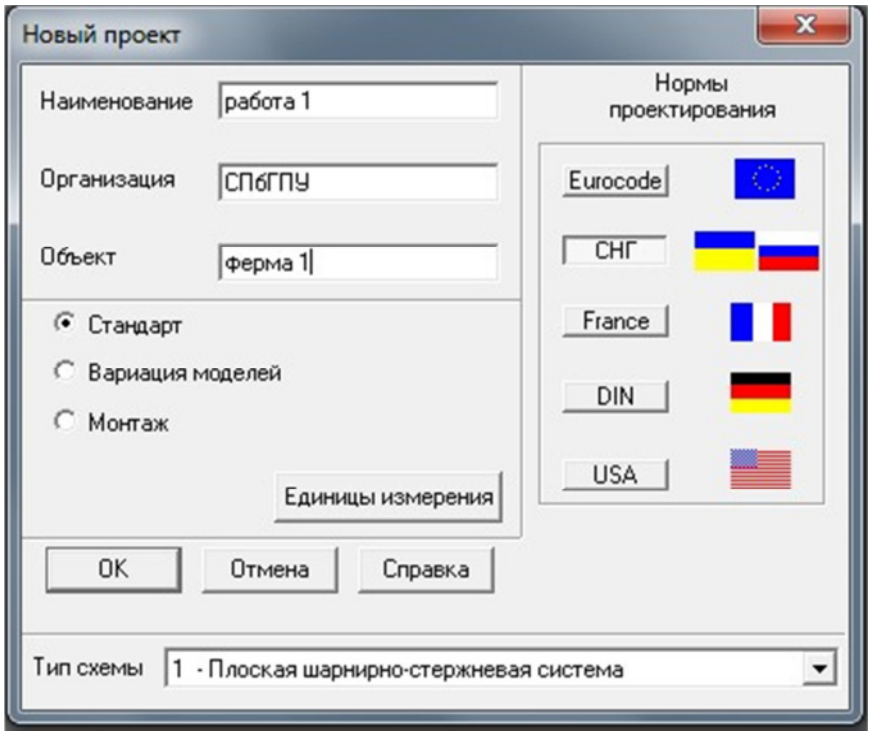

Рисунок 2.3- Диалоговое окно SCAD для создания нового проекта
2. Для создания нового проекта следует курсор установить на одноименной кнопке *«Создать новый проект»* инструментальной панели и нажать левую кнопку мыши. На экране появится диалоговое окно *Новый проект* (рис.2.3).